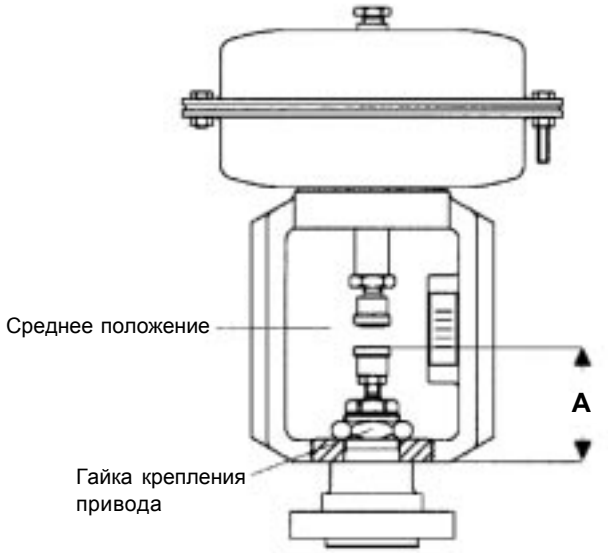

Рис. 3
2. Снимите соединители (20) со штока привода, отдав два винта (21). Снимите нижнюю переходную муфту (19).
3. Сборку привода с клапаном надо производить в положении, когда плунжер клапана плотно прижат к седлу. Накрутите нижнюю переходную муфту (19) на шток клапана таким образом, чтобы расстояние от ее верхнего среза было равным, указанному на рис. 3. Выставите это расстояние контргайкой, но не затягивайте ее.
4. Отдайте контргайку штока привода (18) и вкрутите вернюю переходную муфту (17) в шток до упора.